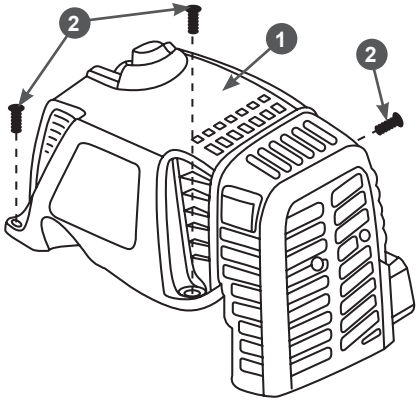

Рис. 9 Снятие крышки двигателя
2. Снимите крышку двигателя 1, для этого открутите винты крепления 2 (Рис. 9).